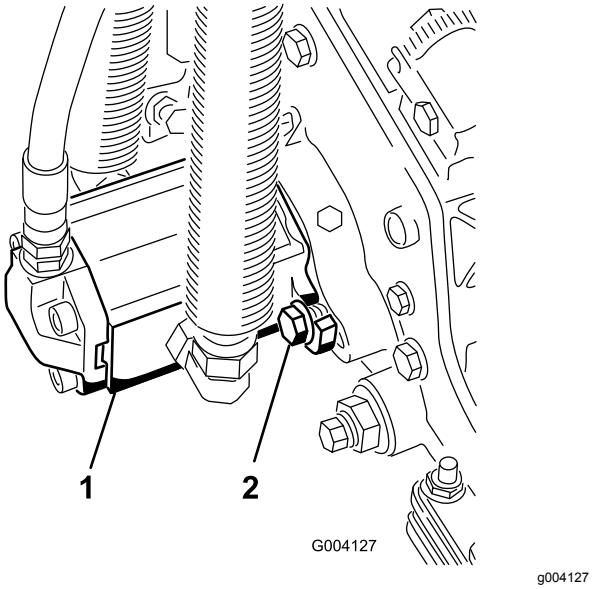

Figur 14
16. Montera motorn genom att vrida den medurs så att motorflänsarna går fria från skruvarna (Figur 14).